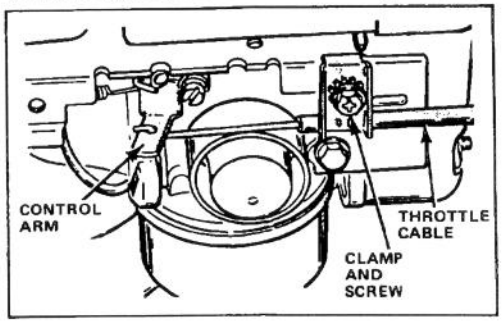

Figure 15
3. Loosen cable clamp screw until throttle cable slides (Fig. 15). Move carburetor control arm as far to the left as possible. Pull throttle cable slightly to remove any slack and tighten cable clamp screw to lock adjustment in place.